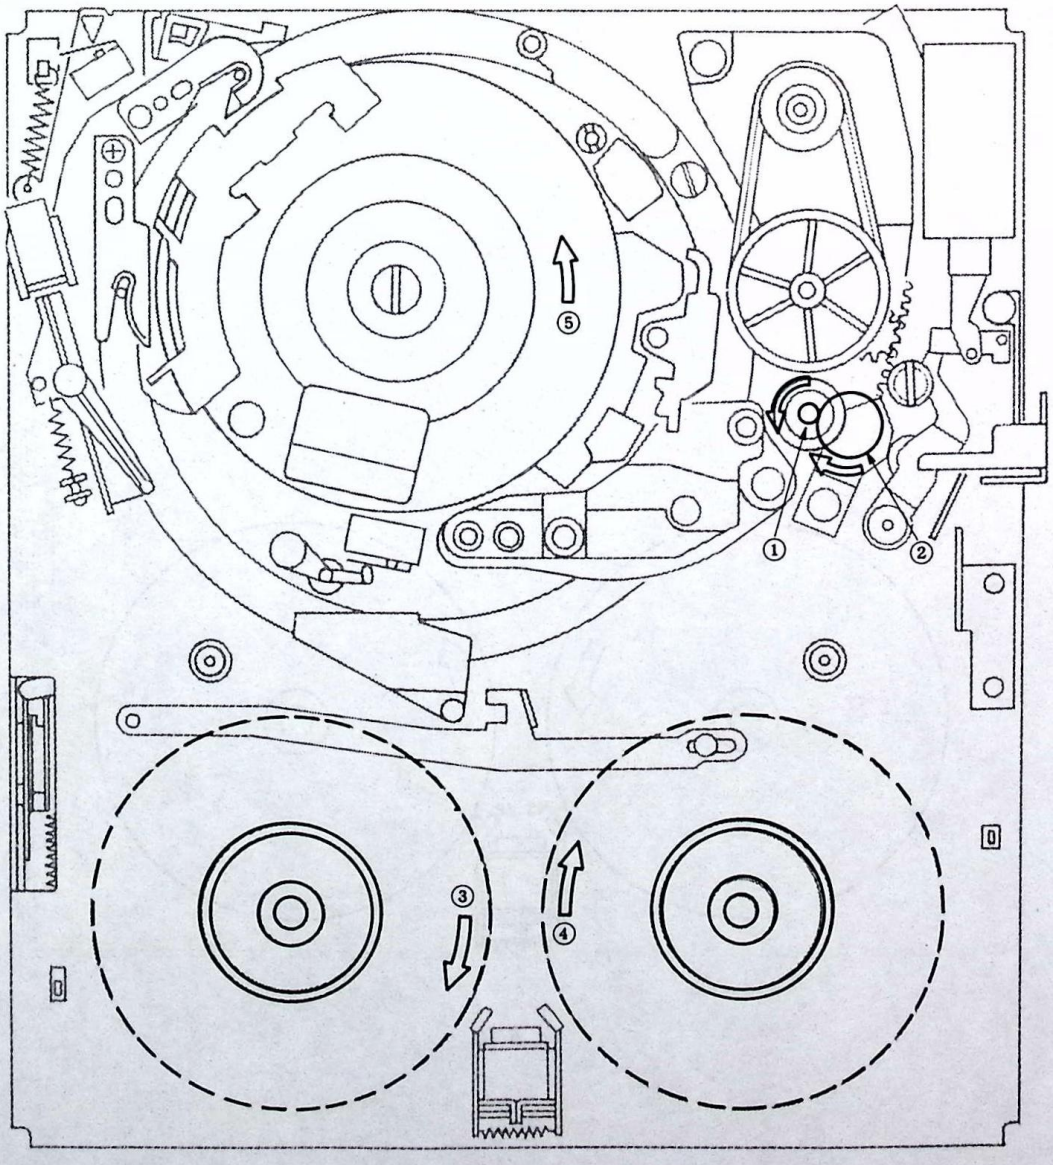

Fig. 5-11.
Fig. 5-11 shows the operation of the mechanical section in forward picture search. By pressing the fast-forward button in the play mode, the pinch roller (2) remains in contact with the capstan shaft (1) and rotates in the direction shown at a speed faster than in the play mode (about (12) times faster in the β II mode; about (15) times faster in the β III mode).